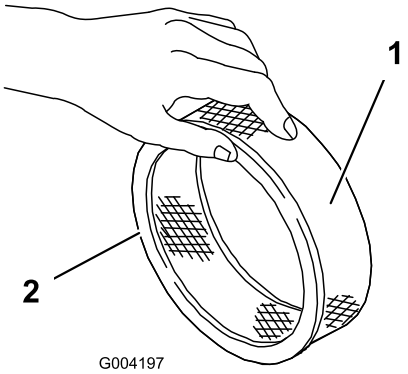

Figur 19
5. Inspektera pappersinsatsen och kontrollera om det finns några sprickor, en oljebeläggning eller skador på gummitätningen (Figur 19).
1. Skjut försiktigt dit skumförfiltret på pappersfiltret (Figur 19).